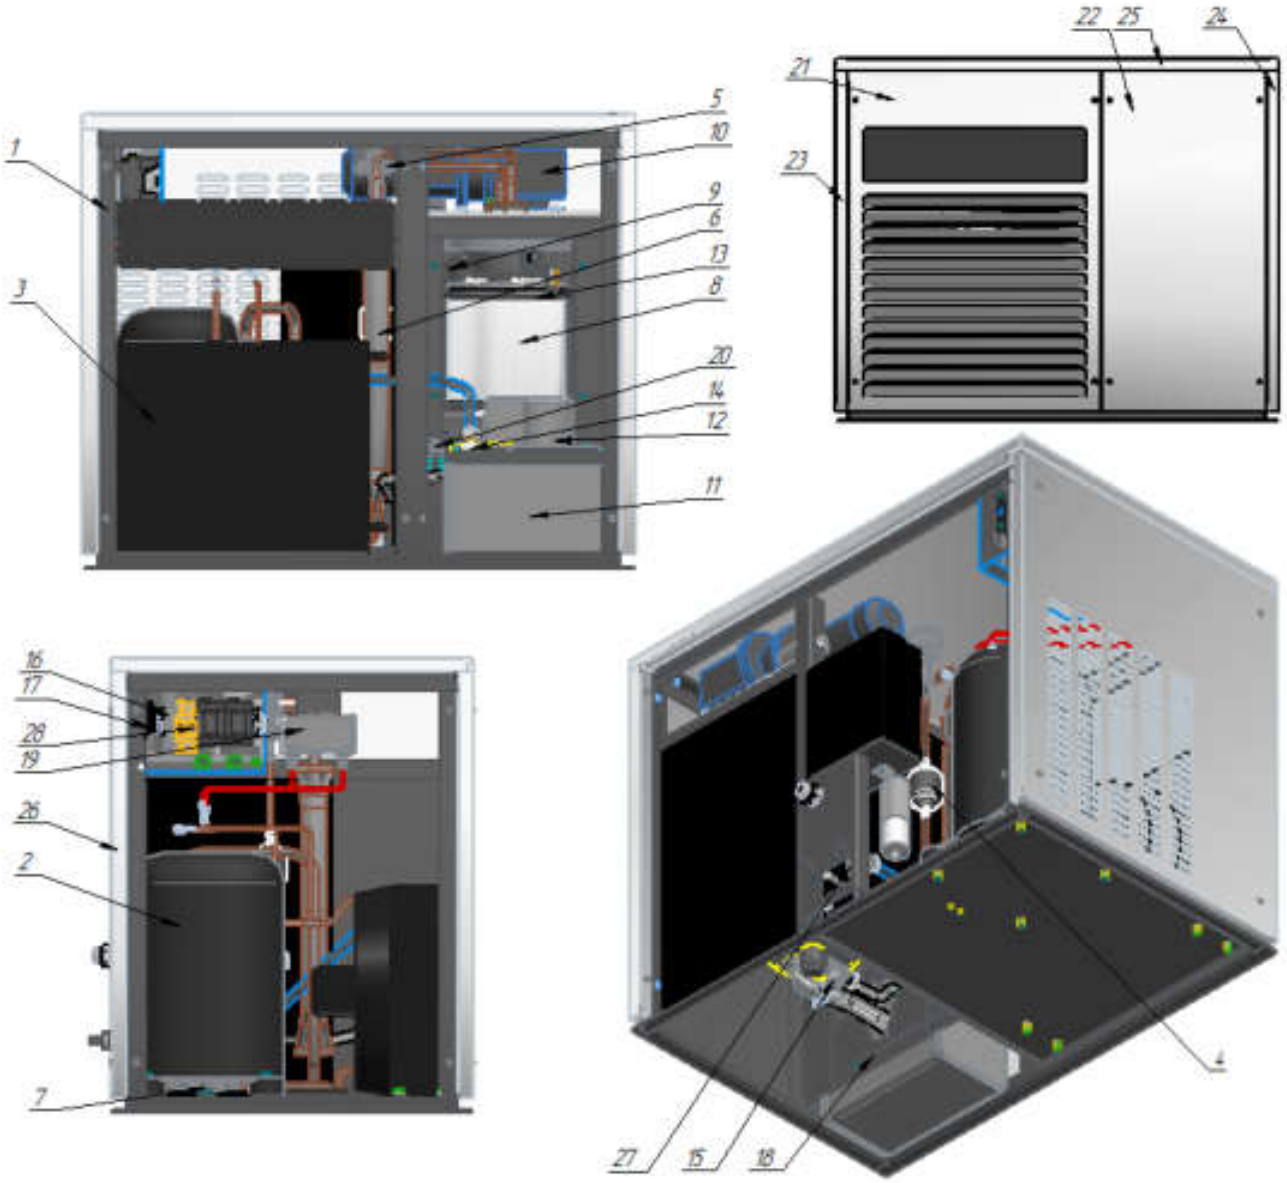

Рис. 2 Устройство льдогенераторов ЛГ-400Ч-02, ЛГ-620Ч-02
2.1.2 Устройство льдогенератора чешуйчатого льда ЛГ-400Ч-02, ЛГ-620Ч-02 приведено на рис. 2.